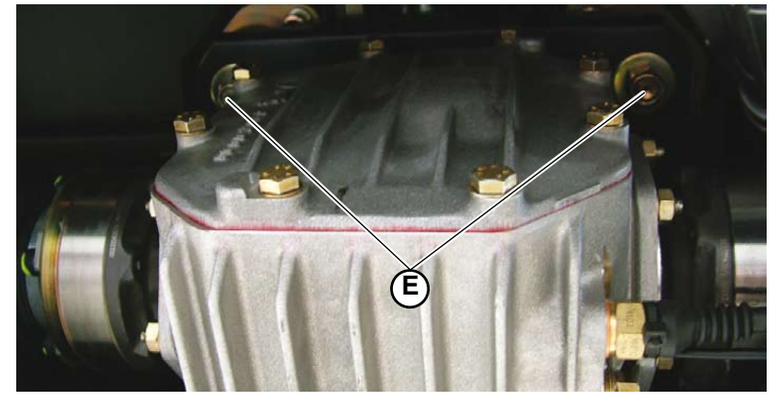

Fig.4
5. Remove the 2 nuts (**E-Fig.4**) that secure the differential.